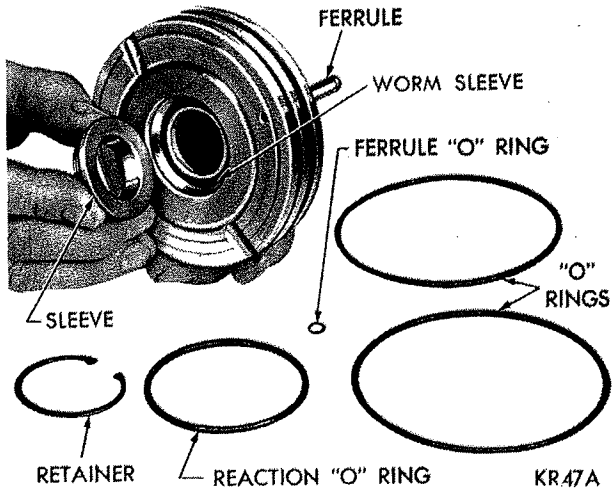
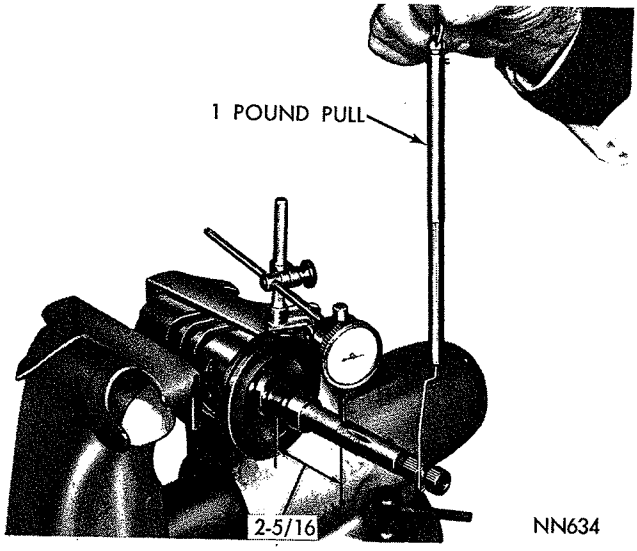

*Fig. 17—Removing Cylinder Head Oil Seal*
*Fig. 18—Checking Worm Shaft Side Play*
(24) Remove snap ring, sleeve and rectangular oil seal ring from cylinder head counterbore (Fig. 17).
(25) Test operation of wormshaft. The torque required to rotate wormshaft throughout its travel in or out of piston must not exceed 2 inch-pounds with a 15 pound side load. The worm should run in and out of piston under its own weight.
(26) Test for excessive side play with the piston held firmly in a vise with the rack teeth up, and the worm in its approximate center of travel. The vertical side play measured at a point 2-5/16 from the piston flange should not exceed .008 inch when the end of the worm is lifted with a force of 1 pound (Fig. 18).
(27) Inspect condition of rubber sealing ring located under cast iron ring and replace if necessary. Install cast iron piston ring as follows: